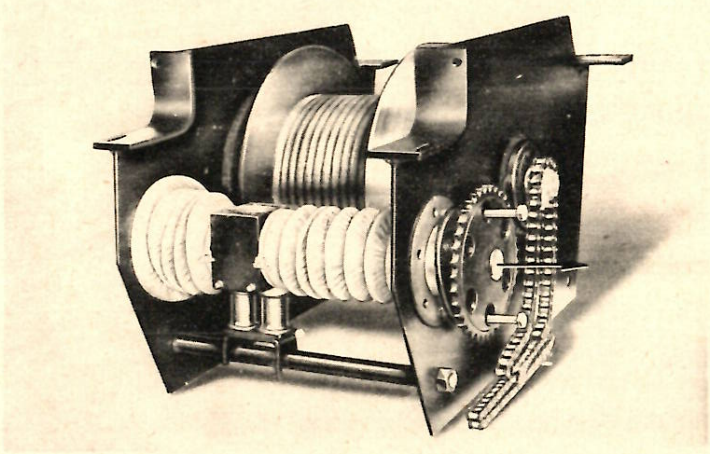

Bild 13
c) Kreuzspindel mit Kettenrad mittels 2 Sechskantschrauben M 8 aus dem Sitz drücken (vergl. Bild 13).
e) Kreuzspindel (41) samt Kettenrad (26) und Lagerung mit 2 Abdruckschrauben aus dem Sitz drücken (vergl. Bild 13).